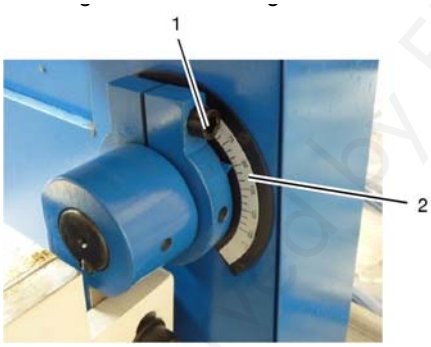

Fig. 6 : Réglage de la butée d'angle de pliage
1. Desserrez la vis (figure 6, position 1).
2. Tournez la butée pour arriver à l'angle souhaité indiqué sur l'échelle graduée (figure 6, position 2) et resserrez la vis (figure 6, position 1).